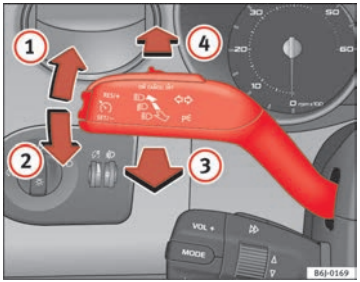

Fig. 56 Palanca de intermitentes y de luz de carretera
– Desplace la palanca hacia arriba hasta el tope ⇒ fig. 56 (1) para encender el intermitente **derecho** o bien hacia abajo (2), para encender el intermitente **izquierdo**.
– Desplace la palanca hacia adelante ⇒ fig. 56 (4) para encender la luz de carretera.